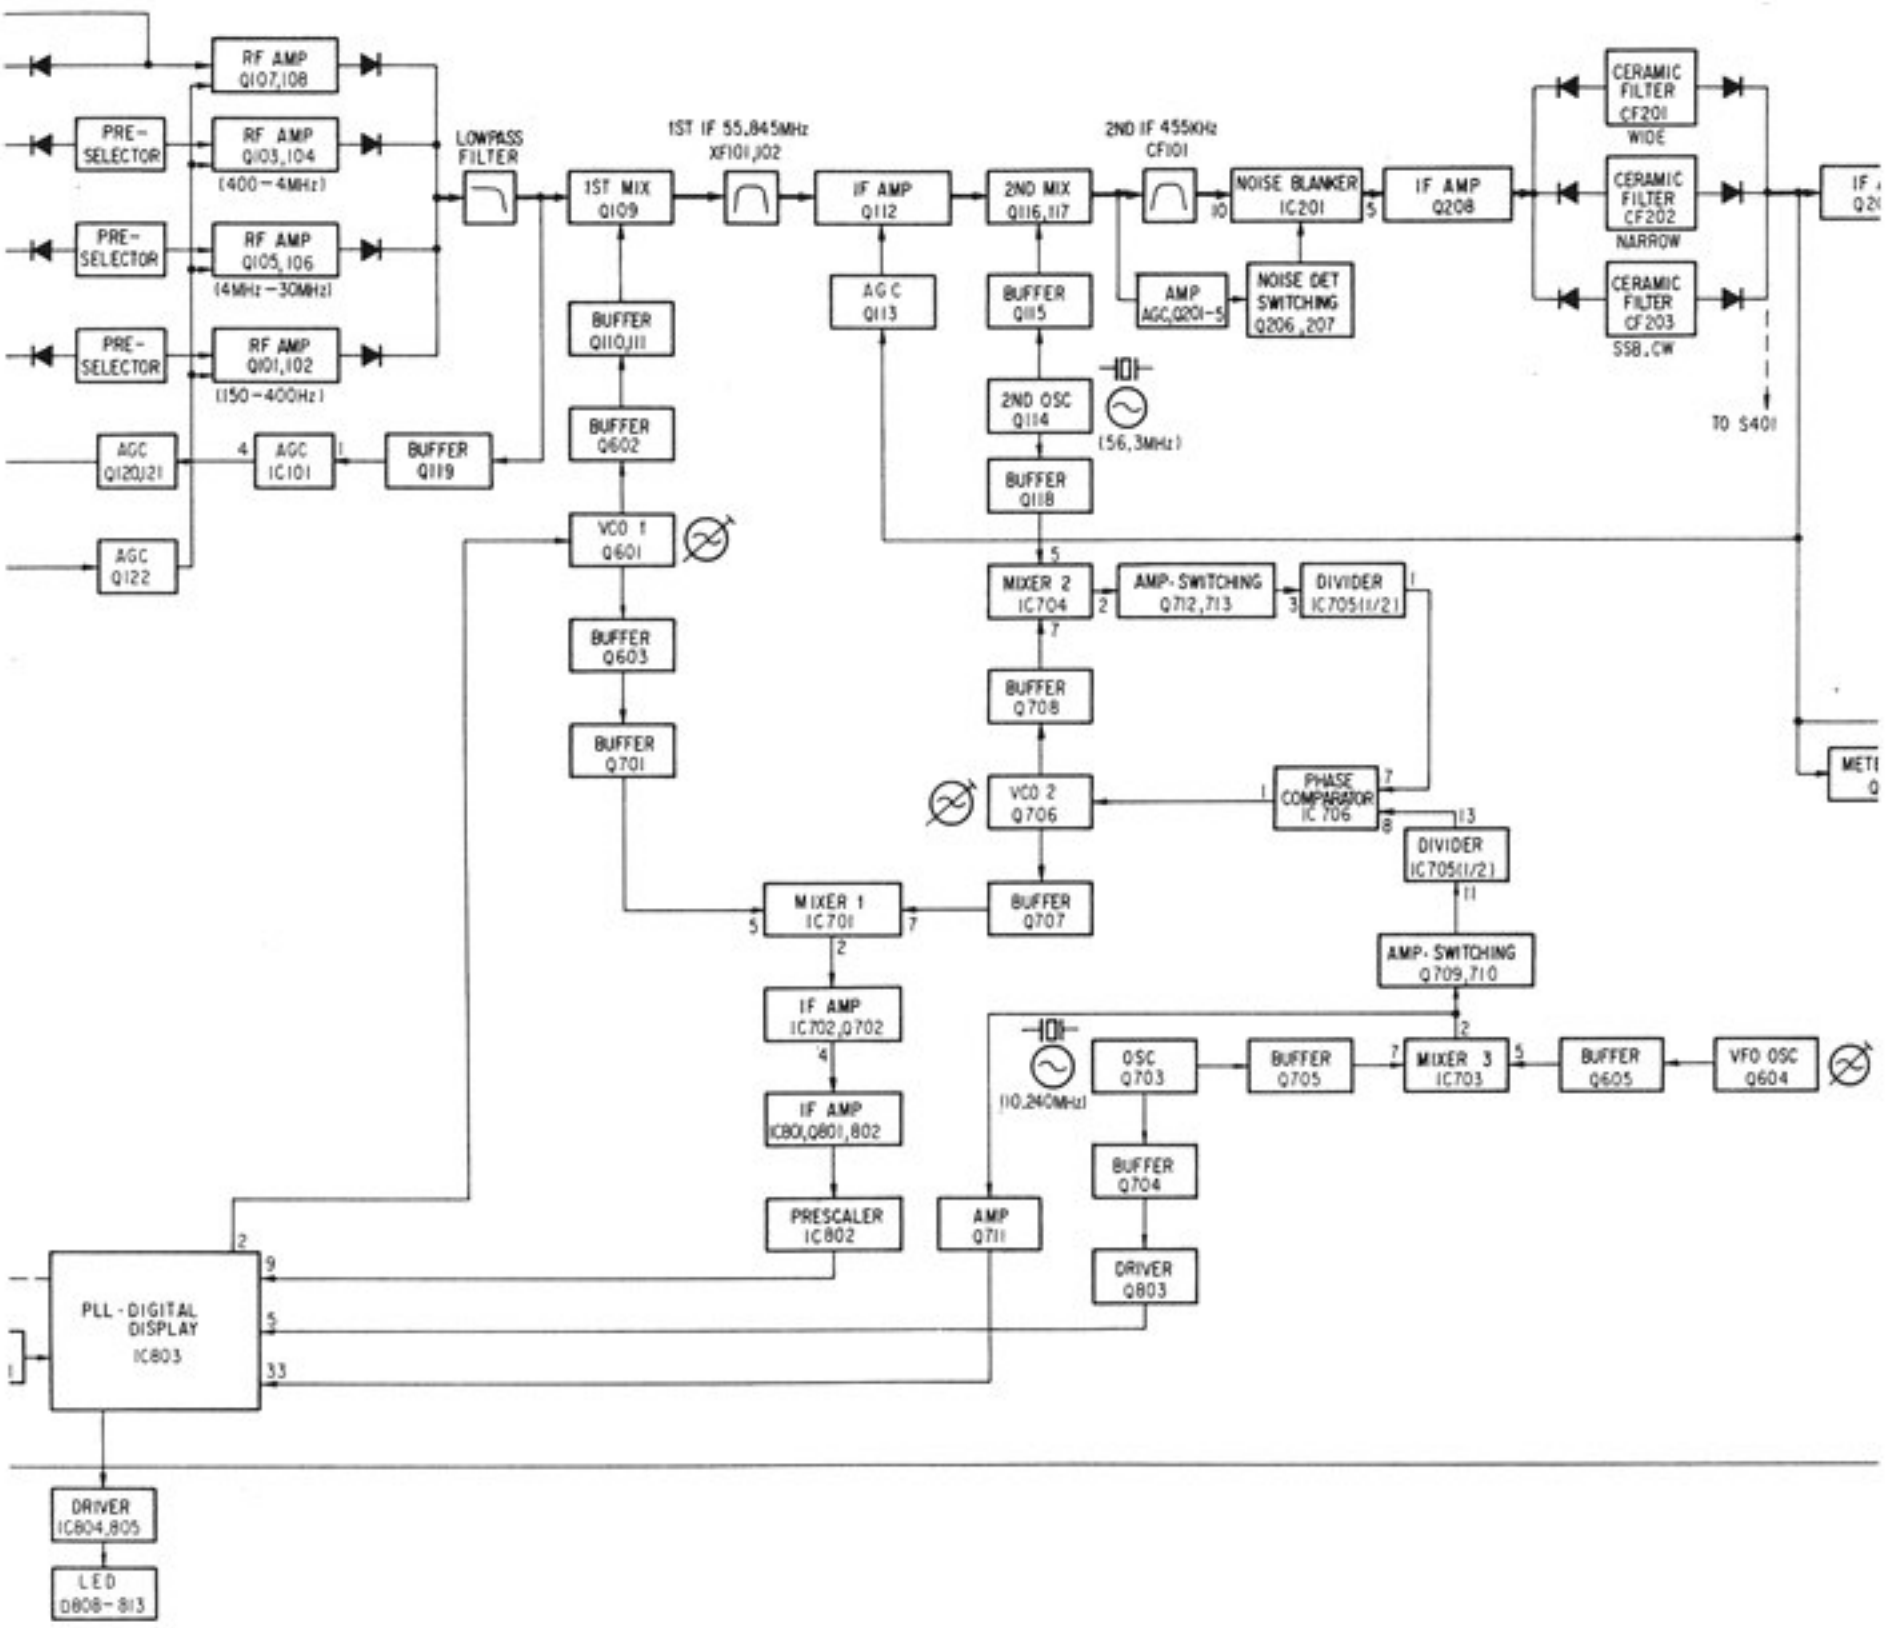

Fig. 3
Figure 3 shows a block diagram of this circuit.
• **PLL Circuit (See Fig. 3.)**